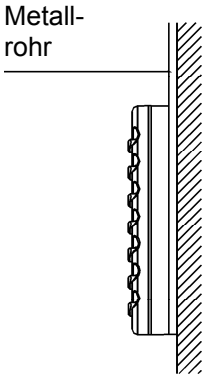
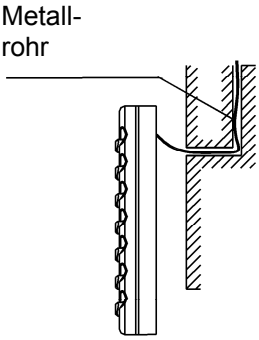

Abb. 43: Oberflächen-
Abb. 44: Versteckte Installation des
3. Bei der Führung des Kommunikationskabels auf der Oberfläche legen Sie das Kabel in ein geeignetes, an der Wand befestigtes Metallrohr ein (siehe Abb. 43); bei versteckter Führung bauen Sie ein geeignetes Rohr in die Wand ein (Abb. 44).